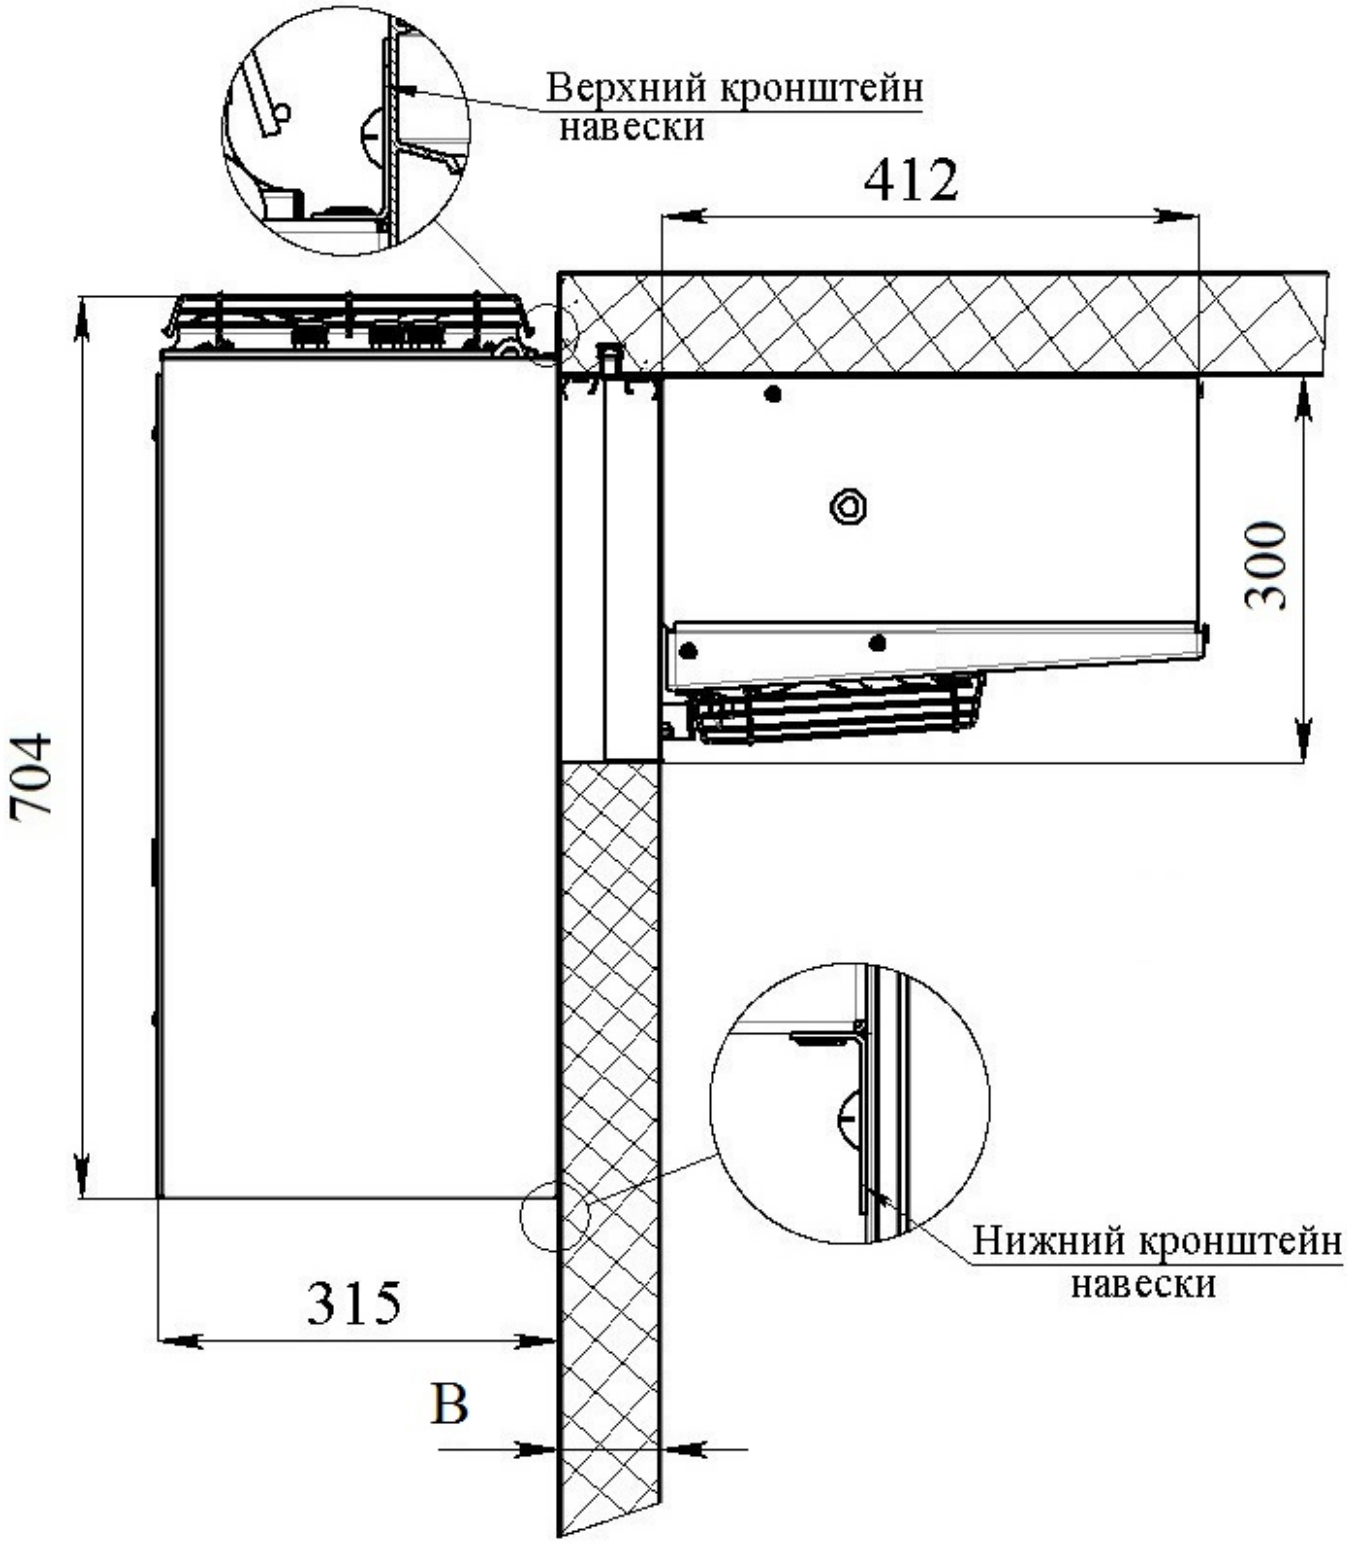

Рис.13 Схема установки моноблока 121 и 221 серии.
- отрезать одну заготовку нащельника (поз.3) в нужный размер под углом 45 градусов с двух сторон; отрезать две заготовки нащельника в нужный размер под углом 45 градусов с одной стороны (см.рис.13);